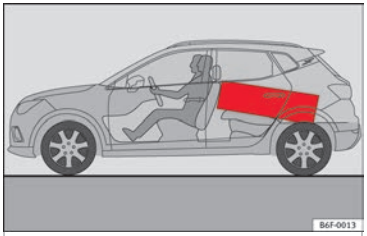

Fig. 164 Position heavy items as far forward as possible.
– Place heavy objects as far forward as possible in the luggage compartment **››› Fig. 164**.